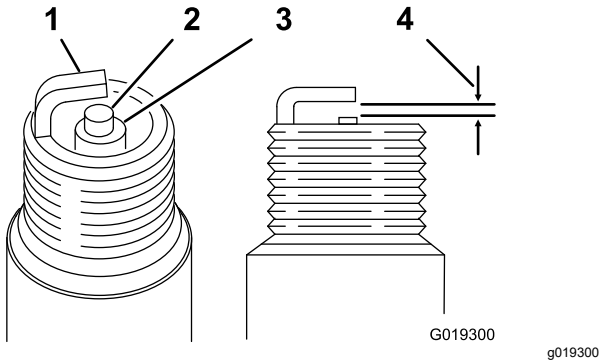

Figuur 42
5. Stel voor elke bougie de afstand tussen de centrale elektrode en de massa-elektrode af op 0.76 mm; zie Figuur 42. Plaats de bougies met de juiste elektrodenafstand en monteer deze met een pakkingafdichting. Draai de bougies vast met een torsie van 22 N·m.